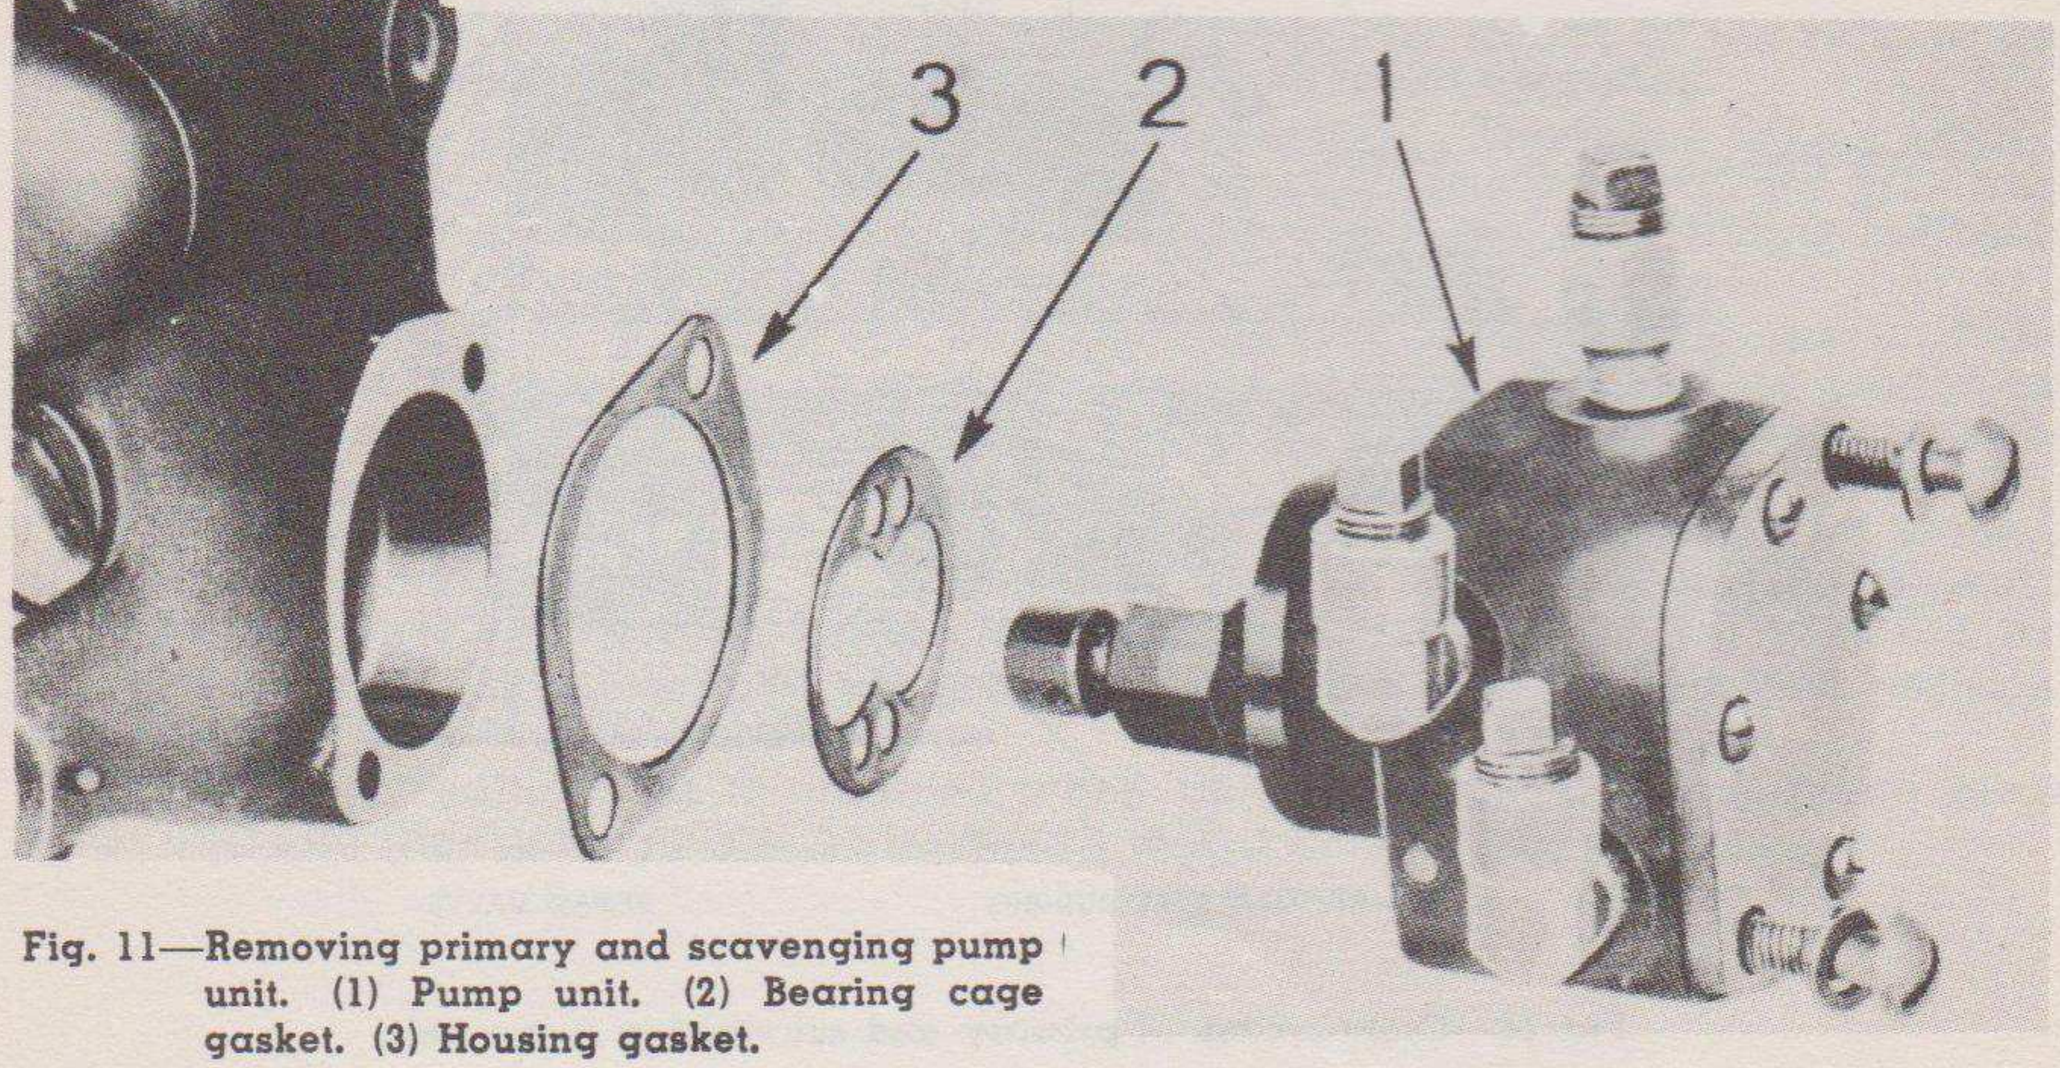

Fig. 11—Removing primary and scavenging pump unit. (1) Pump unit. (2) Bearing cage gasket. (3) Housing gasket.
Unscrewing the two large round-head capscrews in the rear of the primary pump housing (1) will allow the unit to be removed as shown in Figure 11. The gaskets (2) and (3) will ordinarily come out with the unit.
The primary pump housing gasket (3), Figure 11, when new, is $\frac{1}{16}$" thick. Its purpose is to keep out dirt. It fits between the outside rear face of the injection-pump housing and the large diameter front face of the primary pump housing. It is made
The primary pump bearing cage gasket (2), Figure 11, is .031" thick when new. It is symmetrical and may be assembled either way, so long as two of the holes in the gasket meet the two holes (5), Figure 14, in the pump housing bearing cage (3) and the two holes (1), Figure 19, in the injection-pump housing (2). This gasket seals the high fuel pressure from the primary pump, preventing it from getting into the lubricating oil. It also seals the suction of the scavenging pump so that it does not draw air at this point. The gasket therefore, should be in excellent condition or else be replaced.